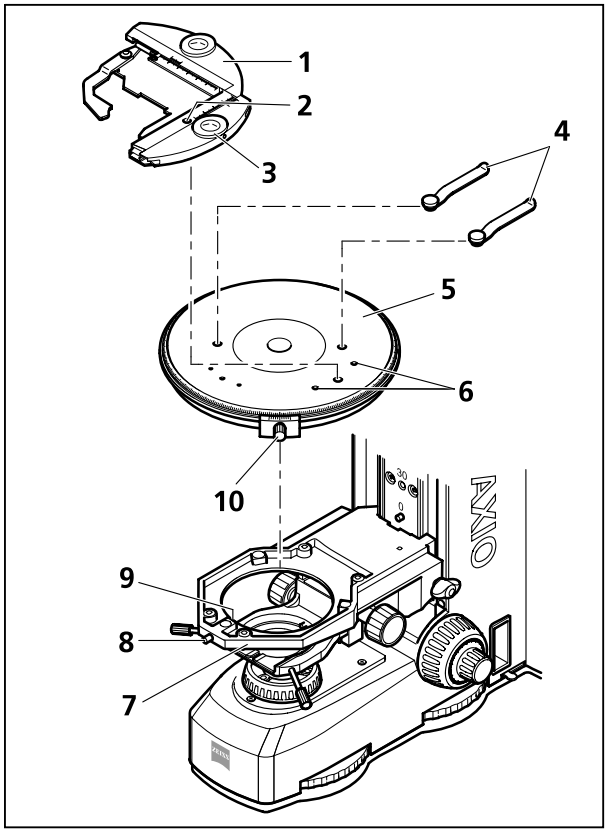

Bild 3-17 Drehtisch Pol mit Rastung, aufsetzbaren Objektführer Pol und Tischfedern wechseln
- Schraubkappe (Bild 3-17/**8**) des Federhauses mit ca. 3 Umdrehungen lösen.
- Drehtisch Pol (Bild 3-17/**5**) nach vorn gegen Federstift (Bild 3-17/**9**) drücken, hinten aus dem Tischträger (Bild 3-17/**7**) herausheben und nach oben abnehmen.
- Schraubkappe (Bild 3-17/**8**) wieder festschrauben.
- Ggf. Schraubkappe (Bild 3-17/**8**) des Federhauses mit ca. 3 Umdrehungen lösen.
- Drehtisch Pol mit Kerbe der Ringschwalbe (Tischunterseite) an den Federstift (Bild 3-17/**9**) ansetzen.
- Drehtisch (43035-9120-000) so montieren, dass die Klemmschraube (Bild 3-17/**10**) nach vorn rechts zeigt.
- Drehtisch Pol nach vorn gegen Federstift drücken und hinten in den Tischträger (Bild 3-17/**7**) absenken, dann loslassen.
- Objektführer Pol (Bild 3-17/**1**) mit Drehknopf (Bild 3-17/**3**) so verstellen, dass in der Montagebohrung (Bild 3-17/**2**) die Klemmschraube sichtbar ist.
- Federklemmen (Bild 3-17/**4**) in die dafür vorgesehenen Bohrungen einstecken.
- Federklemmen (Bild 3-17/**4**) vom Drehtisch Pol entfernen.
- Objektführer Pol (Bild 3-17/**1**) mit den beiden, an der Unterseite befindlichen Zylinderstiften in die entsprechenden Bohrungen (Bild 3-17/**6**) einsetzen und Klemmschraube bei (Bild 3-17/**2**) festziehen. Ggf. vorher den Drehknopf so verstellen, dass die Klemmschraube zugänglich ist.